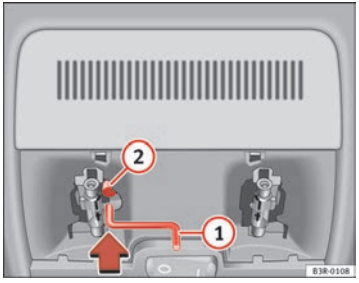

Fig. 84 Details of headliner: Crank handle for manual operations
- Insert the crank handle (1) all the way into the hexagonal socket (2) ⇒ page 114, fig. 84.